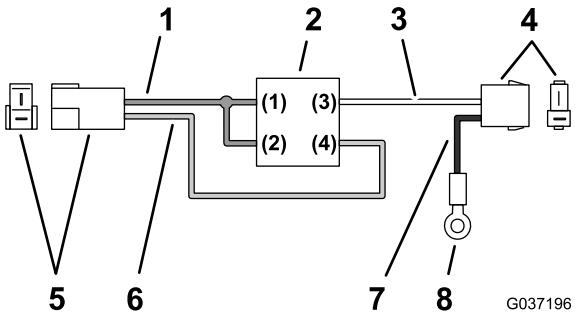

Figure 19
1. Localisez l'ensemble relais et faisceau comme montré à la Figure 19.